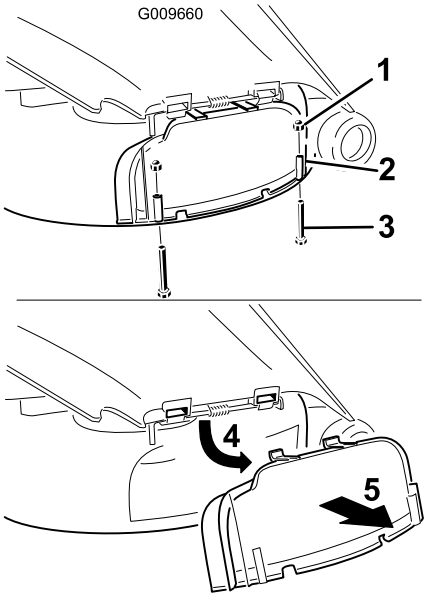

Figuur 22
3. Verwijder de 2 moeren en bouten waarmee de uitworpafsluiter aan de machine is bevestigd (Figuur 22).